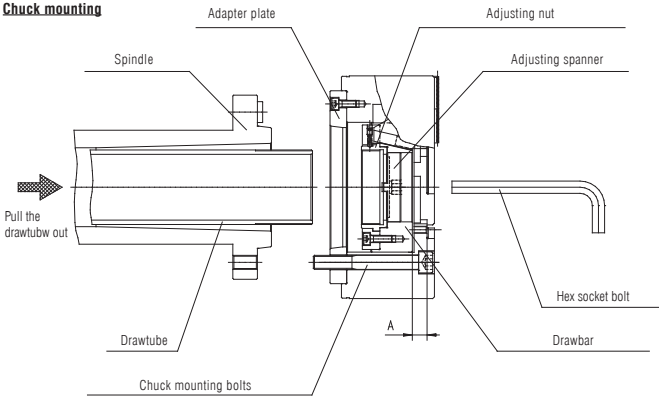
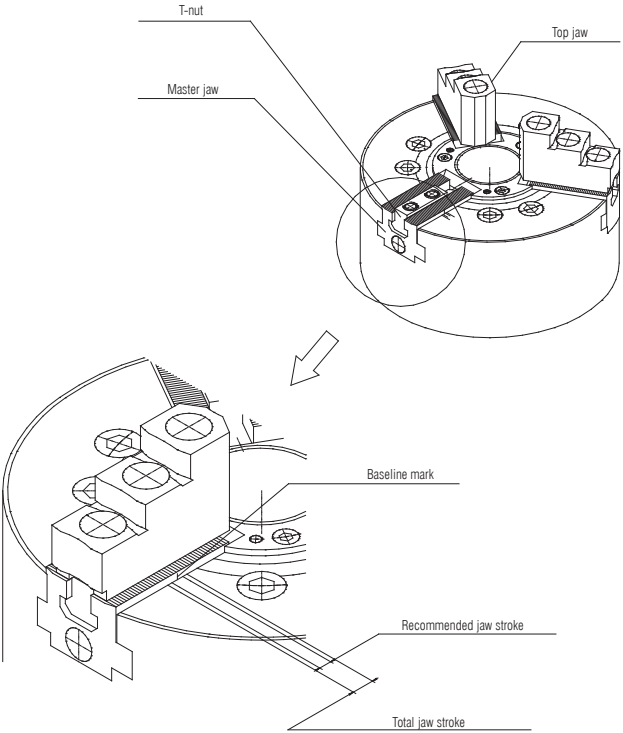

Fig. 14
Fig. 21
3. Remount top jaws and cover to enable to insert the adjusting spanner into the chuck through-hole. Connect the chuck onto the drawtube while turning th eadjusting nut. (see Fig. 14). If screwing of the adjusting nut into the drawbar is impossible, check the thread. Do not use over force when clamping the screws, this may cause deformation of the wedge nut and consequently lower accuracy of the chuck.
5. Set the drawbar in an adequate postion. The position should be set by turning the adjusting nut with an adjusting spanner (see Fig.14). When the drawbar is positioned correctly with the piston rod into the extreme forward position, the dimension “A” from the front surface of the cover (see. Fig. 14) should be equal to the value in Tab. 8. Next, check whether the master jaw standard mark is aligned to the outer line of total stroke mark (see Fig. 21). Since the adjusting nut is equipped with the ball lock (blocking system), the nut should be set in position enabling its correct operation.
NOTE: It is recommended to clamp the workpiece at mid point of the master jaw stroke range. To ensure correct clamping of the workpiece, avoid clamping at the end of the clamping range, because this may cause unclamping of the workpiece. (see Fig. 21). Check to ensure whether the master jaw baseline mark is aligned with the total jaw stroke range.